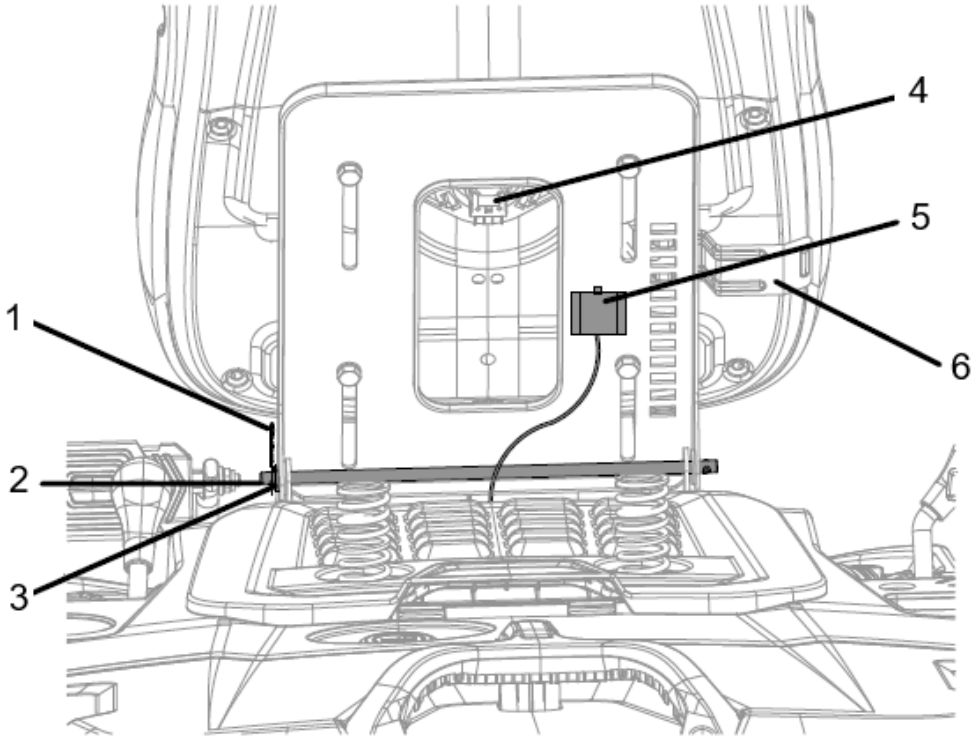

Rys. 3
1. Zamontuj sworzeń, podkładkę i zawleczkę typu R (rys. 3 poz. 1,2,3) zgodnie z poniższym schematem oraz zabezpiecz go z drugiej strony w taki sam sposób.
2. Włóż wtyczkę (rys. 3 poz. 5) do gniazdka znajdującego się pod siedzeniem (rys. 3 poz. 4). (czujnik obecności operatora)
Po więdnięciu na siedzisko, prawą ręką unieś przełącznik regulacji siedziska, pokazany na schemacie (rys. 3 poz.6). W tym momencie możesz przesunąć fotel do przodu lub do tyłu.